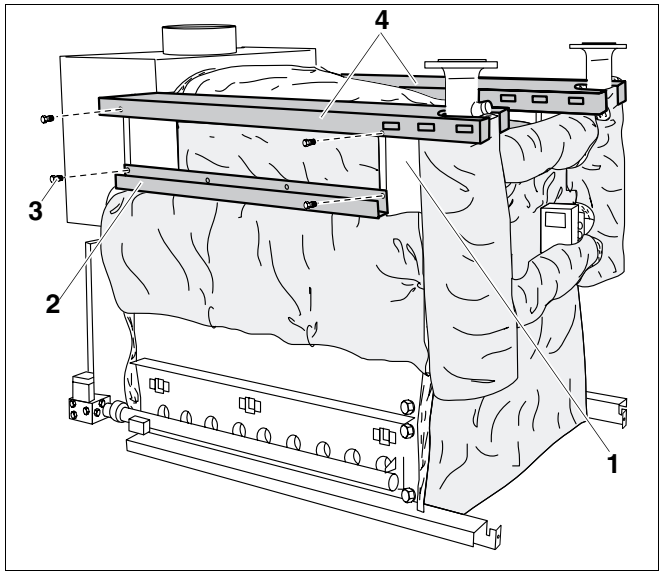

Рис. 55 Установка боковых крышек и кабельных каналов
- Обе боковые крышки котла (рис. 55, **поз. 4**) укладываются на кронштейны (рис. 55, **поз. 1**) и крепятся к ним винтами с плоской головкой 3,9 x 9,5 (рис. 55, **поз. 3**).
- Прикрепить оба кабельных канала (рис. 55, **поз. 2**) винтами с плоской головкой 3,9 x 9,5 (рис. 55, **поз. 3**) спереди и сзади к кронштейнам (рис. 55, **поз. 1**) (в нижние отверстия).